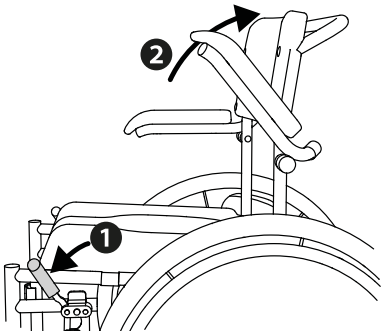

fig.13
2. Los reposabrazos pueden plegarse hacia atrás para que resulte más fácil sentarse y levantarse de la silla (2, fig. 13).